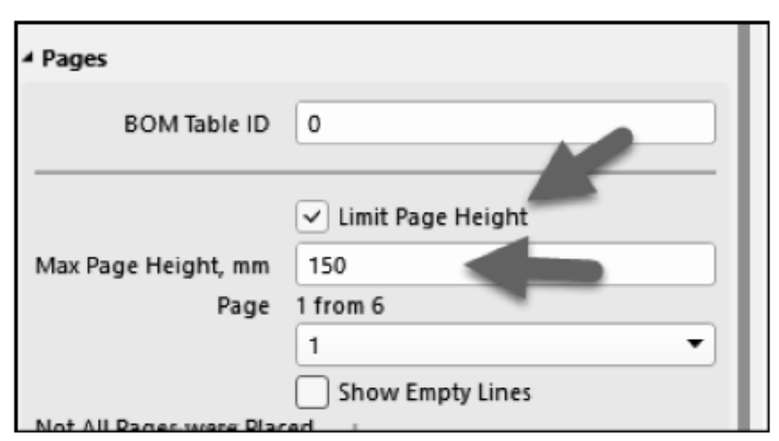

图 8-55　Pages 参数设置
② 若是板子器件过多，会导致 BOM 列表很长，Draftsman 页面放不下，所以需要对 BOM 进行属性设置。
③ 单击选中 Draftsman 页面上的 BOM，对 Properties 面板中的 Pages 进行设置，设置方式如图 8-55 所示。通过 Page 1 from 6 下拉列表框切换显示。